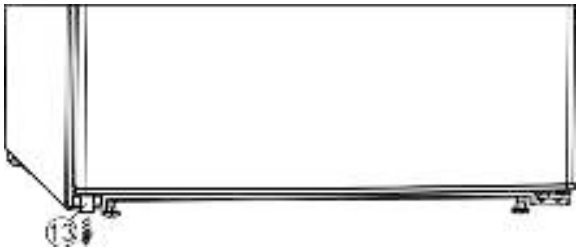

Fig. 4
▶ Remove the spacer *Fig. 4 (13)* from under the left-hand side of the door.